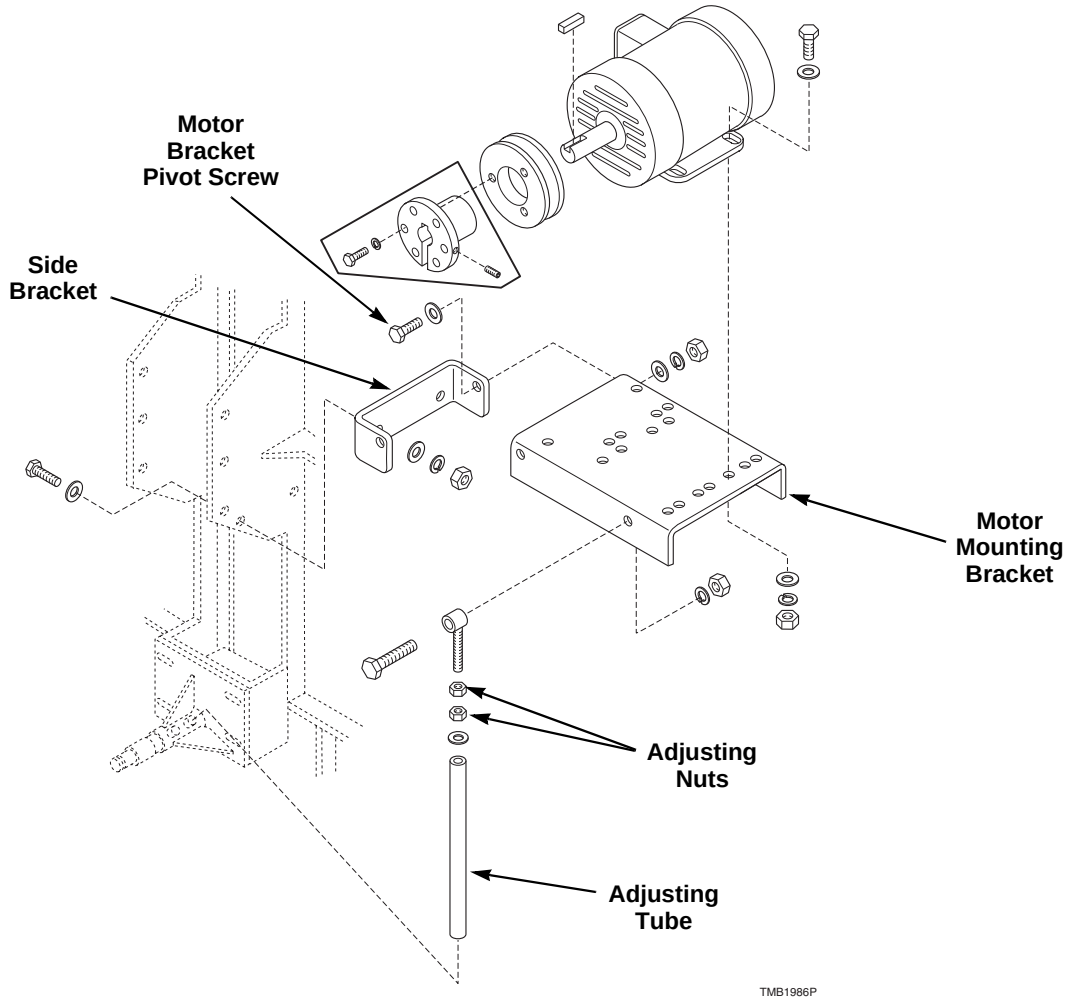

Figure 3
Refer to *Figure 3*.
d. Loosen the two motor bracket pivot screws. Refer to *Figure 3*.
e. Turn the adjusting nuts clockwise until proper tension is reached. Refer to *Figure 3*.